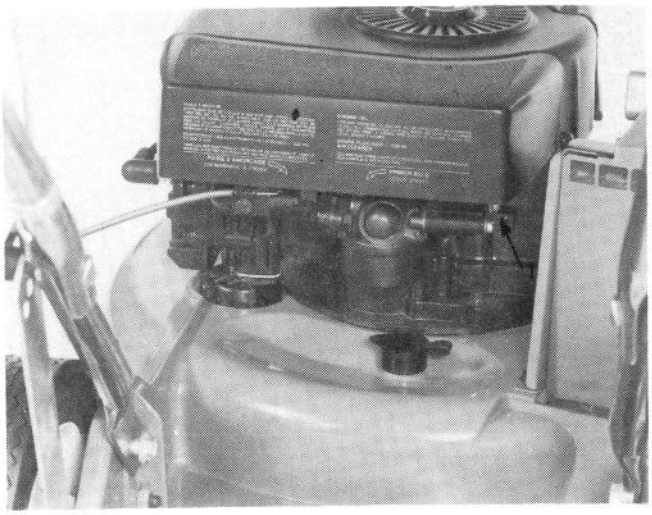

Figure 29
2. Place fingers under right side of cover and lift it up (Fig. 29). Clean inside and outside of cover if it is dirty.